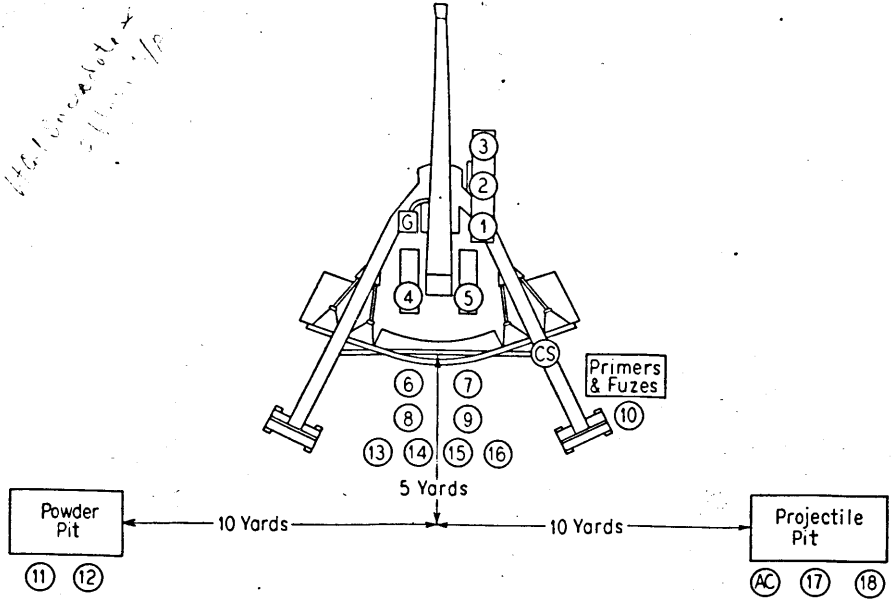

Figure 41. Posts of cannoneers, howitzer prepared for action
(1) The ammunition corporal is in general charge of, and responsible to the chief of section for, the handling and storage of ammunition.
(2) No. 10 digs a fuze and primer pit outside the right trail.
(3) Nos. 11 to 14 unload, sort, and store powder charges.
(4) Nos. 15 to 18 unload, sort, and store projectiles.
(5) The projectiles, powder, primers, and fuzes will be located as directed by the executive. A suggested arrangement is shown in figure 41.
49. POSTS OF CANNONEERS, HOWITZER PREPARED FOR ACTION. a. The howitzer being assembled and prepared for action, personnel take posts as follows (fig. 41):